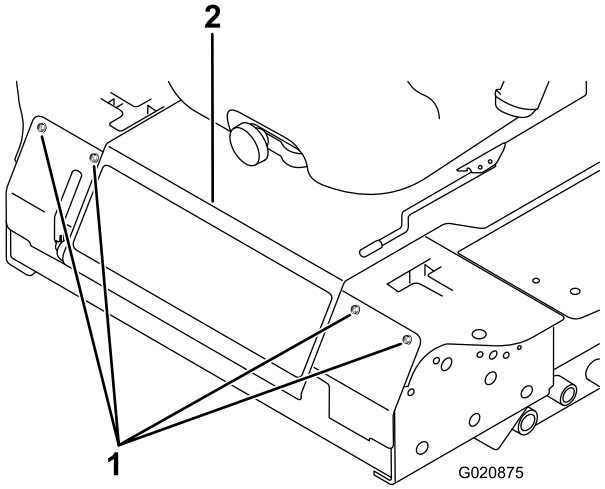

Figur 59
3. Lossa bultarna som fäster den främre panelen och ta bort den (Figur 59).